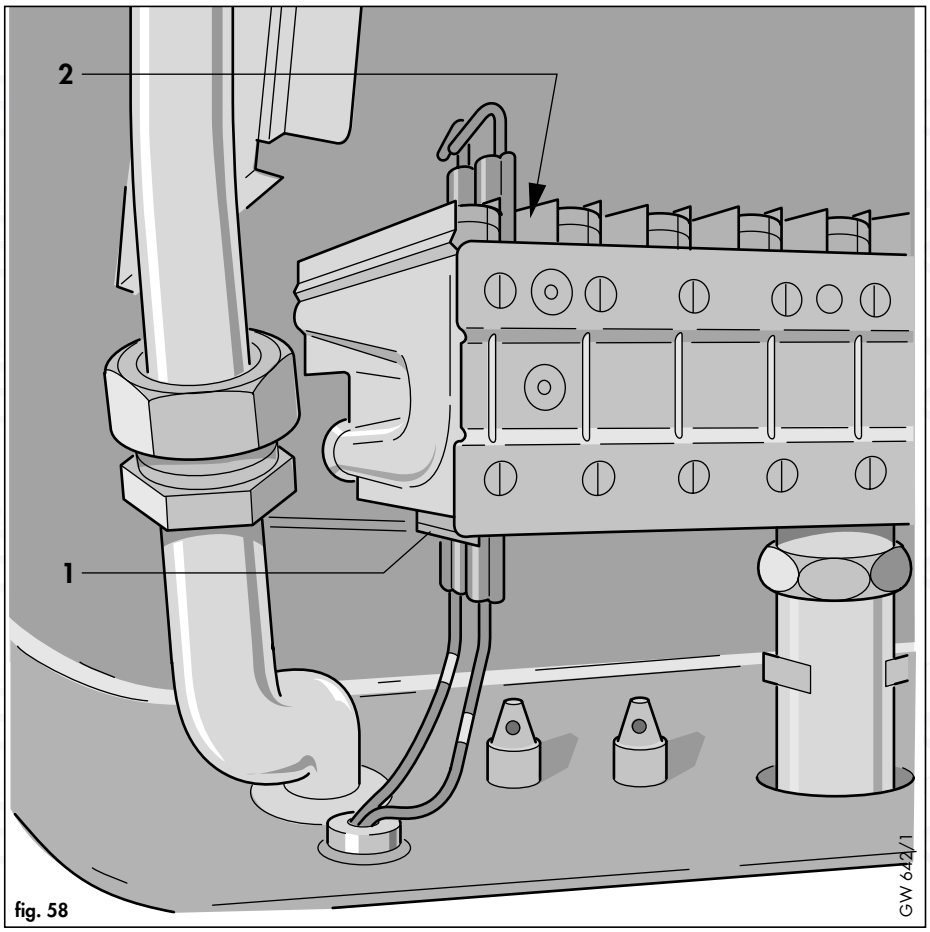

fig. 58
- Depress spring retaining clip (1, fig 58) gently pull electrode up and clear of burner.
- To replace the electrode, depress spring retaining clip (1, fig 58) and insert electrode until the "V" locates in the cross support (2, fig 58)